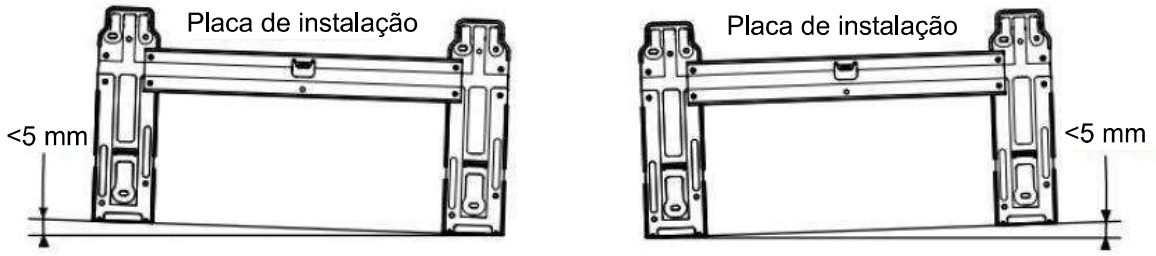

Fig. 4
- Desmonte a placa de instalação metálica da unidade da unidade interior. Colocar a placa de instalação na posição horizontal. A diferença de altura entre os lados esquerdo e direito da placa de instalação deve ser inferior a 5 mm (Fig. 4).